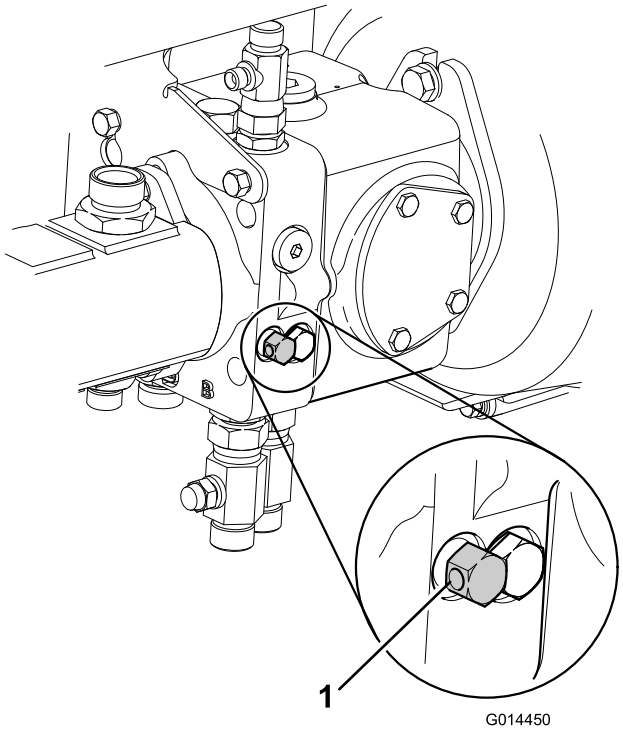

Figuur 43
7. Schakel het hydraulische bedrijfsremsysteem uit door de omloopklep onder de transmissiepomp maximaal 3 slagen linksom te draaien (Figuur 43).